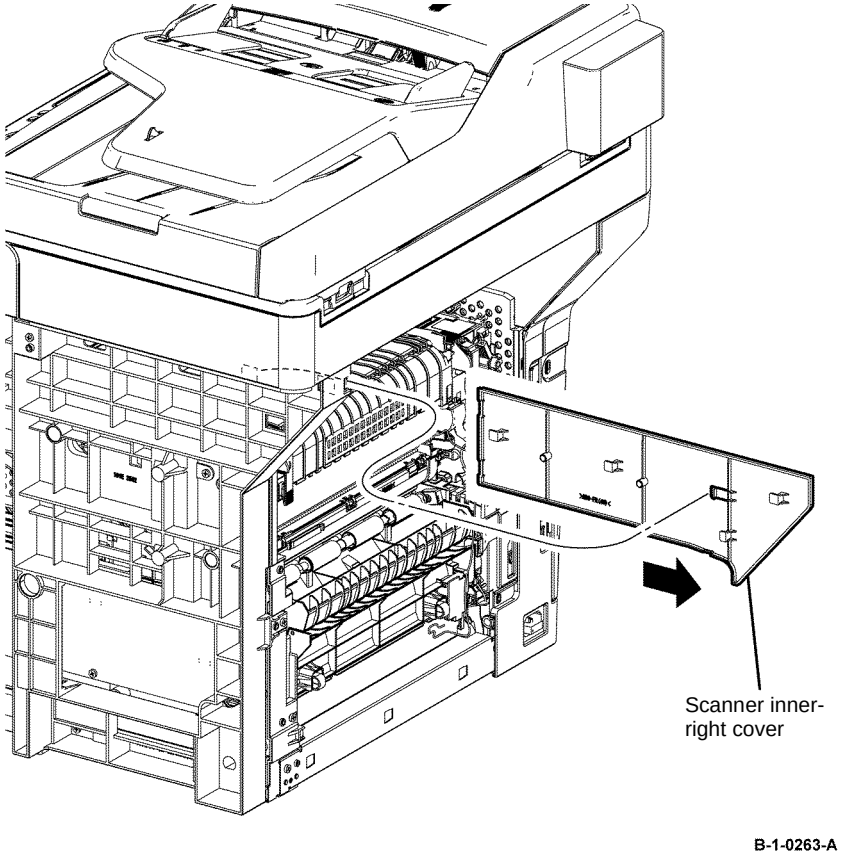

Figure 1 IIT in Right Cover Removal
10. Release the hooks that holds the scanner inner-right cover, then slide it out of the printer, Figure 1.